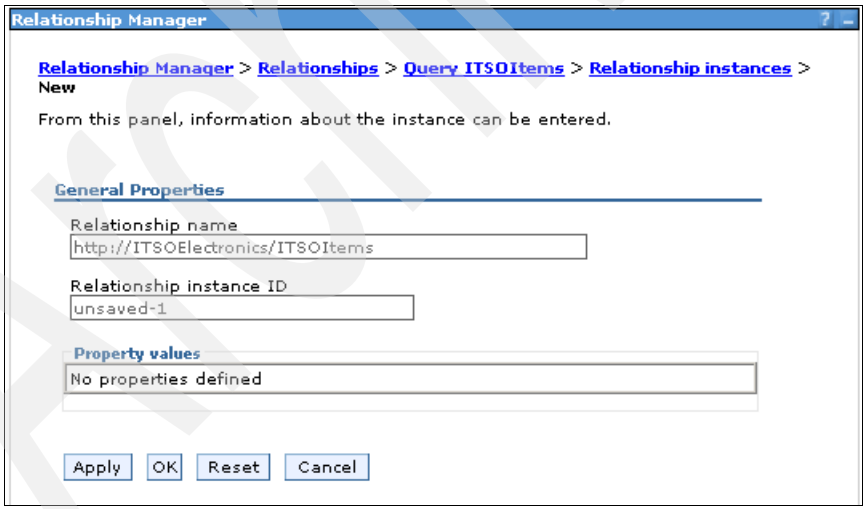

Figure C-11 The New relationship instance
9. In the New relationships instance page (Figure C-11), notice that the Relationship instance ID is `unsaved-1`. This is because the instance that we are creating has not yet been saved to the database. When this happens, it is assigned a real number. Click **OK** to create the new instance.